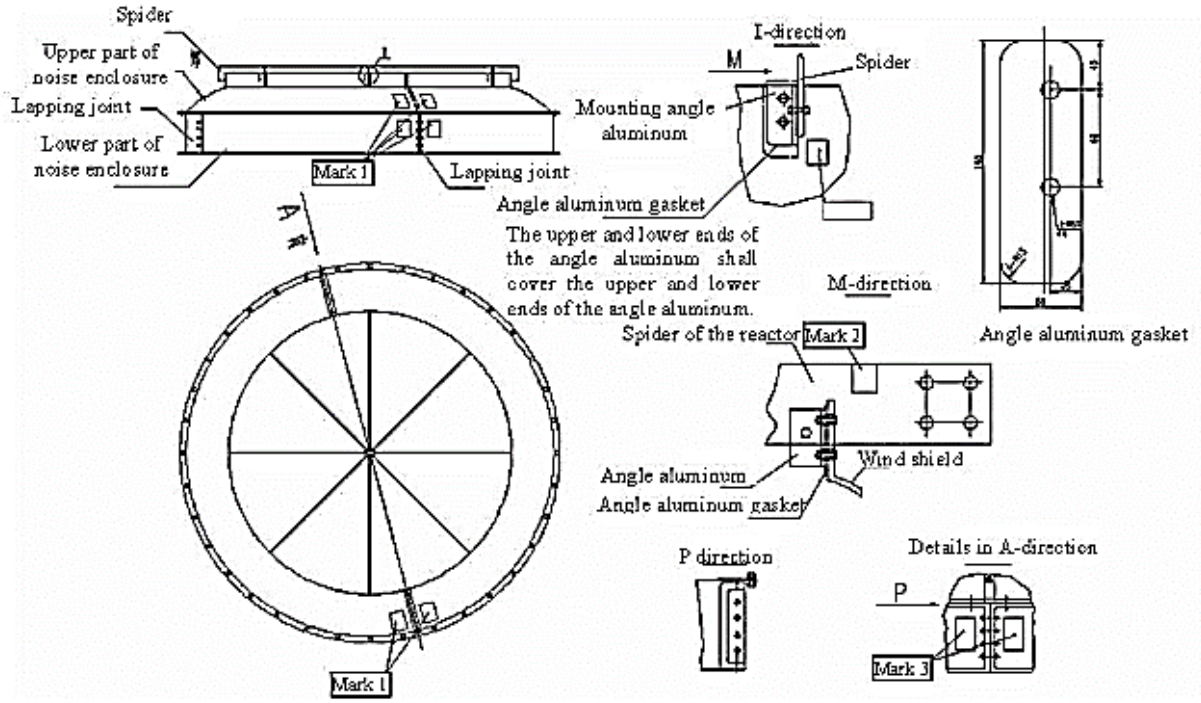

Figure 10: Installation Structure of Wind Shield
14.2.4.4.1- The reactor for special applications such as the thyristor controlled reactor consisting two coils shall be equipped with the wind shield as shown in **Figure 10**. The wind shield includes the upper part and the lower part, and the former is also composed of two semicircles, which is similar to the upper protection enclosure in structure except that the mounting holes for connecting the reactor spider and the lower part are provided at its top and circumferential edge respectively.
(see Figure 10) installed between the angle aluminum and the side wall of the wind shield. In this way, firstly fix the upper part of this half wind shield without tightening the bolts and then install the other half.